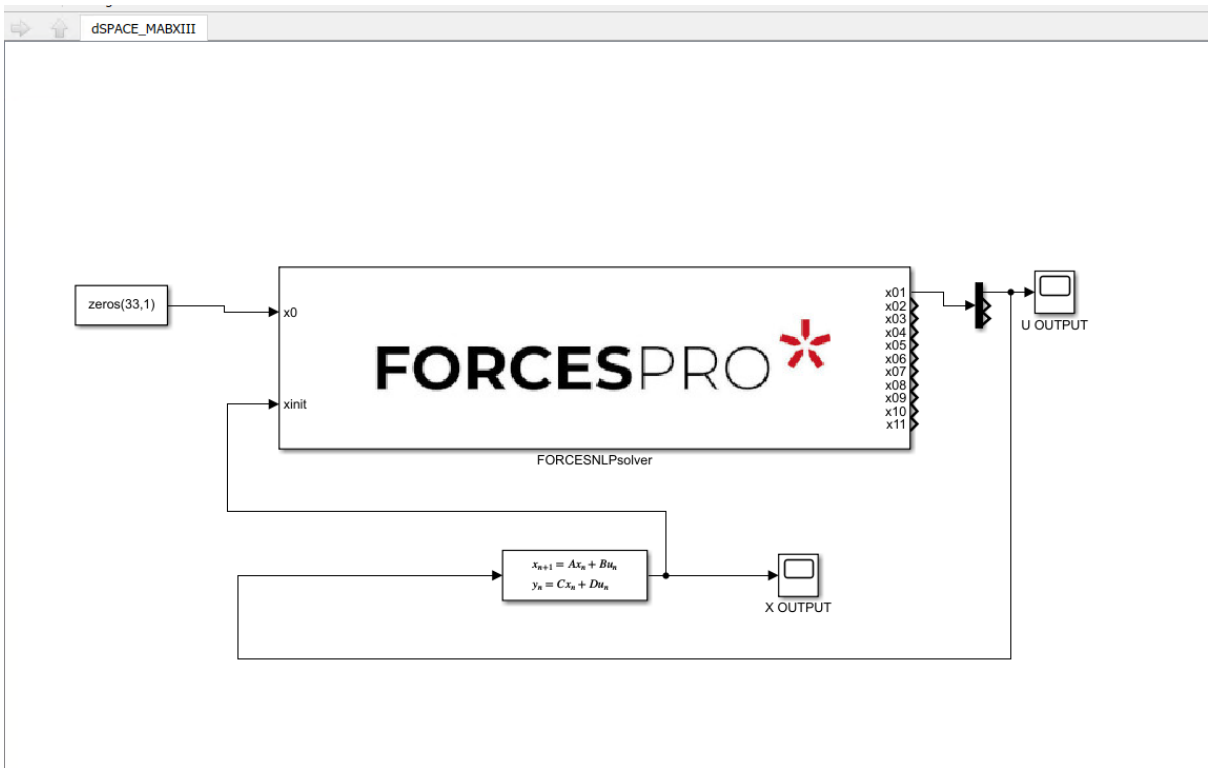

Figure 10.36: Copy-paste and connect the FORCES PRO block.
7) Copy-paste the FORCES PRO Simulink block into your simulation model and connect its inputs and outputs appropriately (see Figure 10.36).